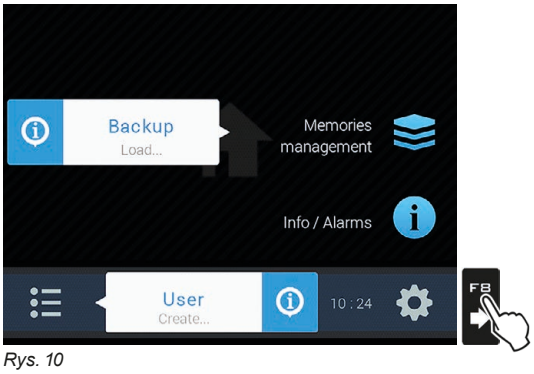
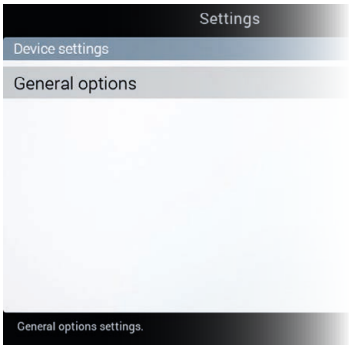

Rys. 10
Rys. 11
Przy pierwszym włączeniu, po sprawdzeniu systemu, monitor przechodzi bezpośrednio na stronę „Home" (Rys. 10).
- Na stronie „Home" (Rys. 10) nacisnąć **F8** w celu dostępu do menu **Settings** (Rys. 11).